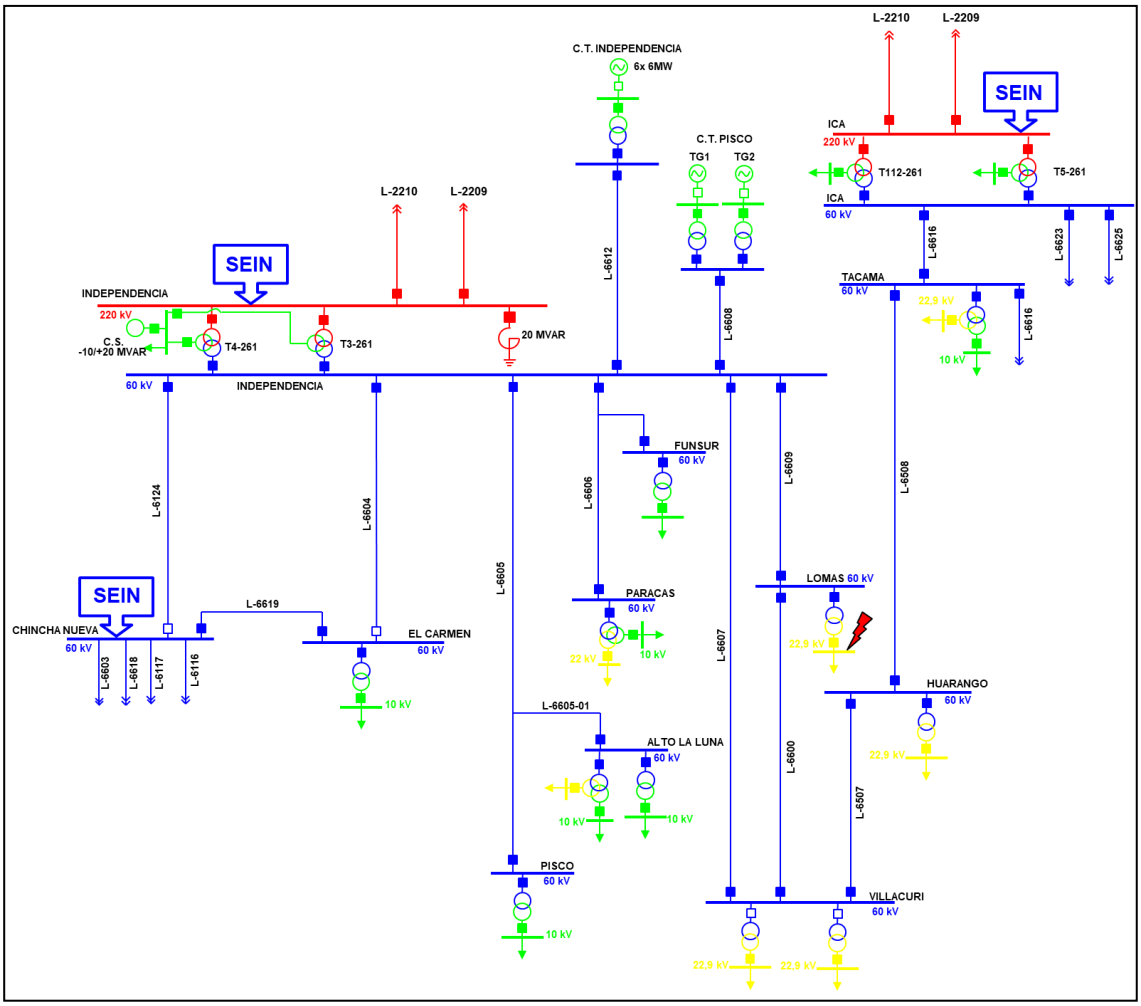

Figura 3. Diagrama unifilar de la zona de influencia del evento (Fuente: COES)
11.4 A las 17:28:17.189 h, durante las maniobras de conexión del transformador T3 de 60/22,9 kV en la S.E. Lomas, se produjo una falla trifásica en la celda de transformación de 22,9 kV (ver Figura 3). Al respecto, según lo informado por COELVISAC, titular del equipo, la falla se originó por contacto de las cuchillas de puesta a tierra con el cabe de media tensión energizado.